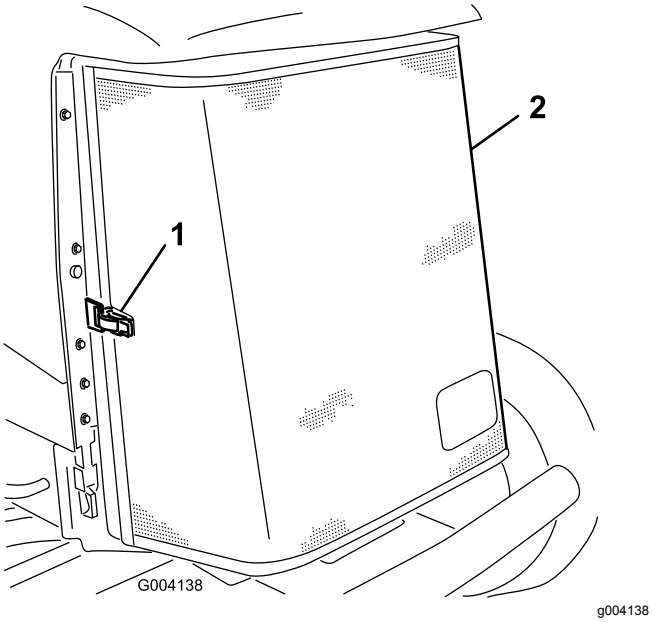

Figur 84
3. Lås klemmen op, og drej kølergitteret for at åbne det (Figur 84).